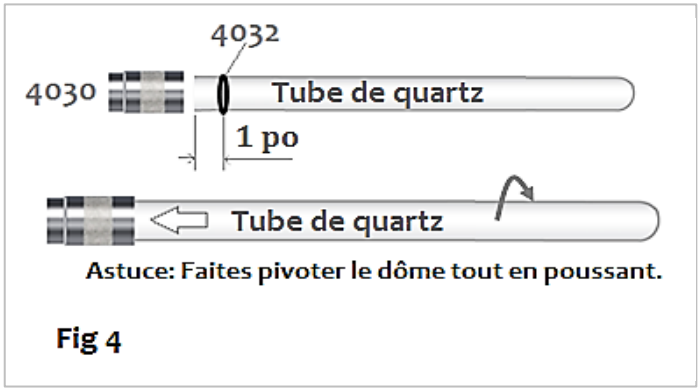

Fig 4
8. Installez le joint torique (4032) sur le tube de quartz, à environ 1 po de l'extrémité ouverte (Fig 4).
9. Insérez délicatement le dôme de quartz dans l'écrou de presse-étoupe (4030**) et faites tourner doucement le dôme tout en le poussant**, jusqu'à ce qu'il passe devant le joint torique d'écrou (515) et touche l'extrémité intérieure supérieure de l'écrou. Voir Fig. 4 et 5